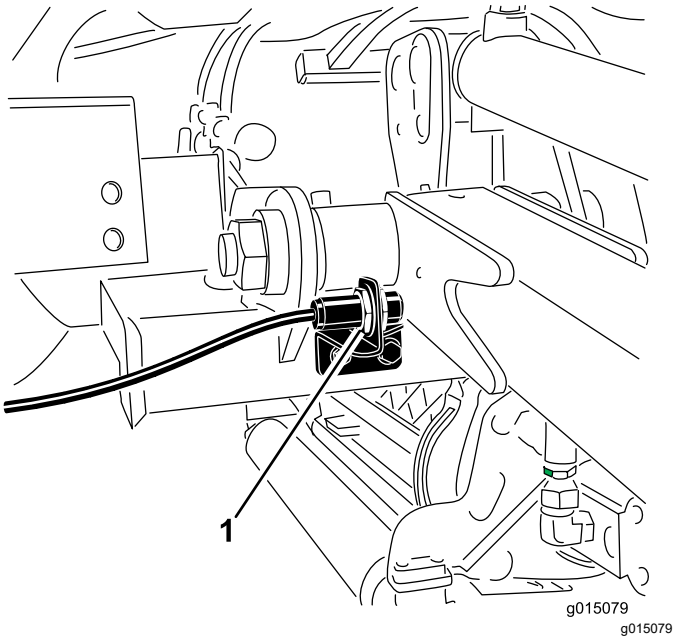

Figuur 72
2. De schakelaar van de hefarm bevindt zich achter de hefarm rechts voor (Figuur 72).
3. Maak de schroeven van de schakelaar (Figuur 72) los en beweeg de schakelaar naar boven om de draaistand van de hefarm te vergroten, of naar beneden om de draaistand van de hefarm te verkleinen.